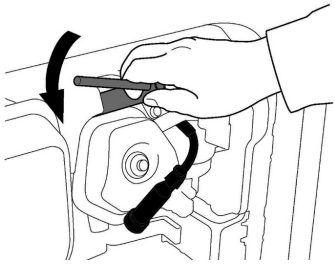

Рис. 18 Обслуживание свечи зажигания
2. Открутите свечу зажигания свечным ключом (Рис. 18).